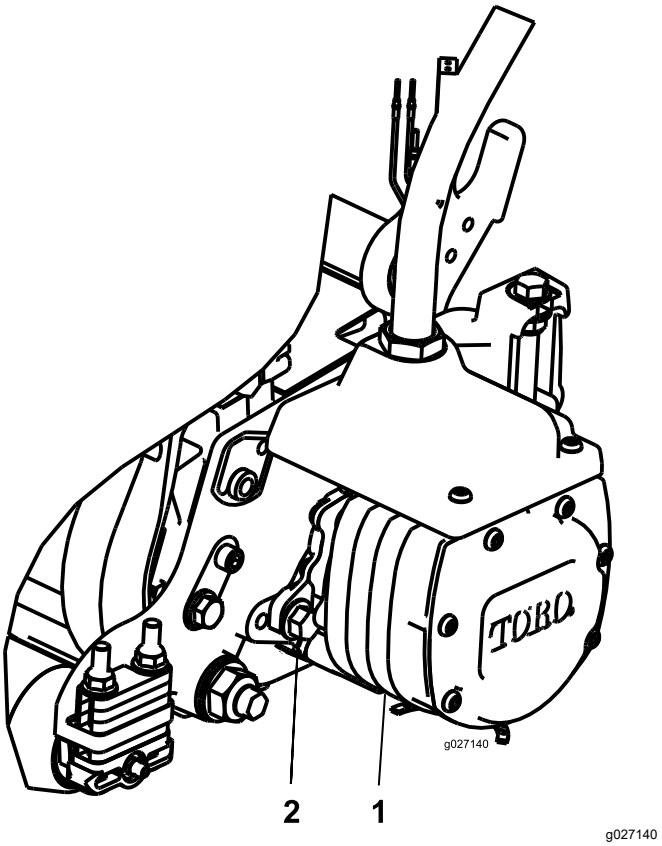

**Figuur 22**
3. Lijn de motor uit met de maai-eenheid zodat u de flenzen van de motor voorbij de bouten kunt brengen; doe dit rechtsom (Figuur 22).